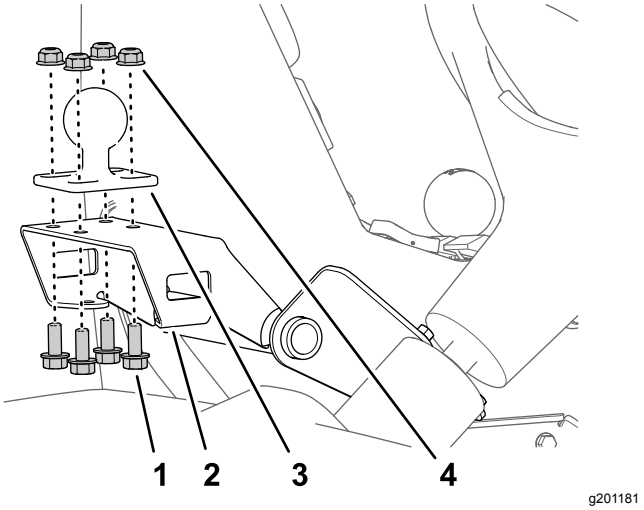

Figur 166
1. Monter kuglebeslaget på beslaget til monitorens monteringsbeslag (Figur 166) med de 4 flangehovedbolte (5/16 x 3/4 tomme) og 4 flangelåsemøtrikker (5/16 tomme).